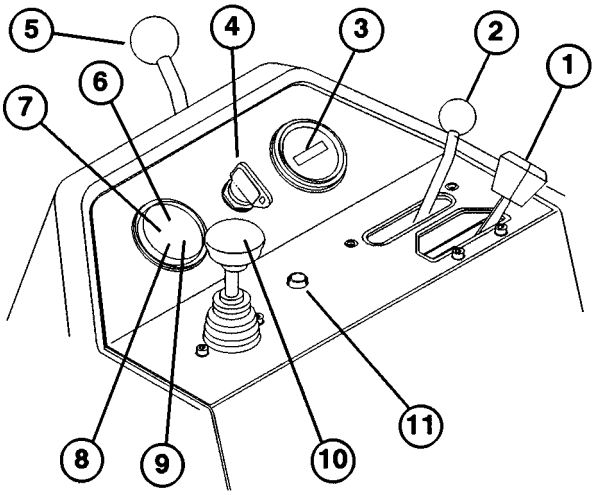

Fig. 10
Leva del gas (Fig. 10)—La leva del gas controlla la velocità del motore. Spostare la leva del gas in posizione “FAST” per aumentare i giri del motore, e in posizione “SLOW” per ridurli.
Leva di comando delle funzioni (Fig. 10)—Propone due (2) tipi di trazione più la posizione di folle (NEUTRAL). Si può spostare da tosatura a trasporto e da trasporto a tosatura (non in folle) mentre il Greensmaster 3200-D è in moto, senza pericolo di danni.
Contaore (Fig. 10)—Indica il totale delle ore di funzionamento del motore. Il contaore inizia a funzionare ogni volta che la chiave viene messa in posizione di accensione “ON”.
Interruttore di accensione (Fig. 10)—Inserire la chiave nell’interruttore e girarla a fondo in senso orario, in posizione di avviamento “START”, per avviare il motore. Non appena si avvia il motore, rilasciare la chiave, che ritorna in posizione “ON”. Per arrestare il motore girarla in senso antiorario, in posizione “OFF”.
Leva di bloccaggio del braccio di comando sterzo (Fig. 10)—Girare la leva indietro per allentare la regolazione, alzare o abbassare il braccio di comando sterzo per il confort dell’operatore, quindi girarla in avanti per serrare.
Spia della temperatura dell'acqua (Fig. 10)—Questa spia è accesa ed il motore si spegne automaticamente quando la temperatura del refrigerante motore è troppo elevata.
Pulsante di esclusione per alta temperatura (Fig. 10)—Se il motore si spegne a causa di sovratemperatura, tenere premuto il pulsante di esclusione fin quando la macchina può essere spostata in un luogo sicuro per raffreddarsi.
Spia delle candele ad incandescenza (Fig. 10)—Quando è accesa indica che le candele ad incandescenza sono accese.
Spia della batteria (Fig. 10)—La spia è accesa se la batteria è quasi scarica.
Spia della pressione dell'olio (Fig. 10)—La spia è accesa se la pressione dell'olio motore scende sotto il livello di sicurezza.
Comando alza/abbassa-tosa (Fig. 10)—Spostare in avanti questo comando durante il lavoro per abbassare gli apparati di taglio e mettere in moto i cilindri. Tirare indietro la leva per arrestare i cilindri ed alzare gli apparati di taglio. Durante il lavoro è possibile arrestare i cilindri tirando indietro il comando momentaneamente, e rilasciandolo. Per riavviare i cilindri spostare il comando in avanti.